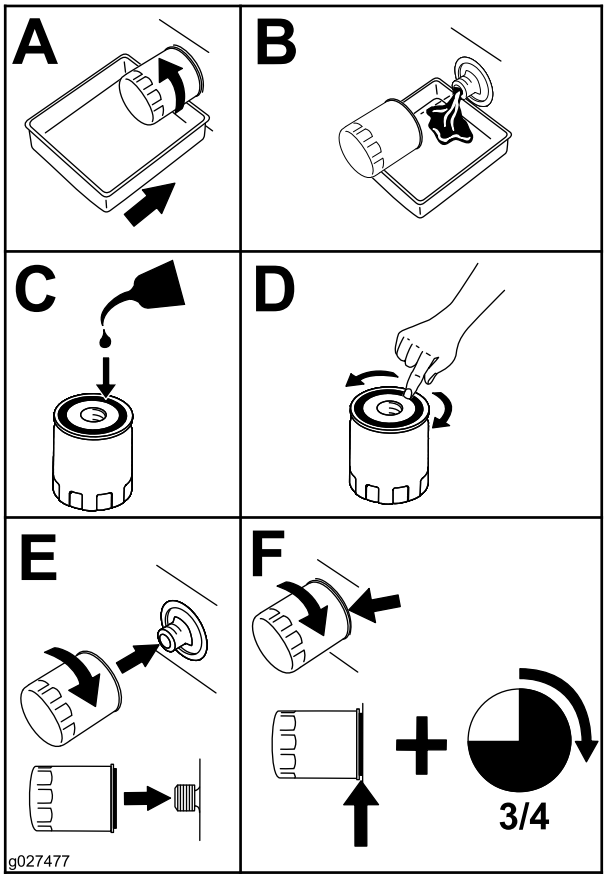

Figur 41
5. Skift motoroljefilteret (Figur 41).